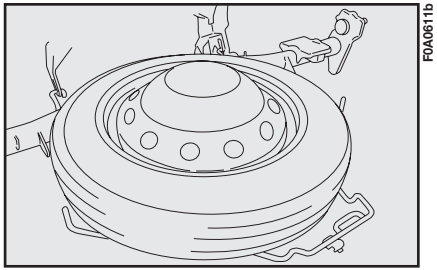

fig. 14b
– Quand on range la roue compacte sur le boîtier, insérer le tampon sur la partie extérieure de la jante, puis placer la roue compacte avec le côté extérieur de la jante **fig. 14b** vers le haut.